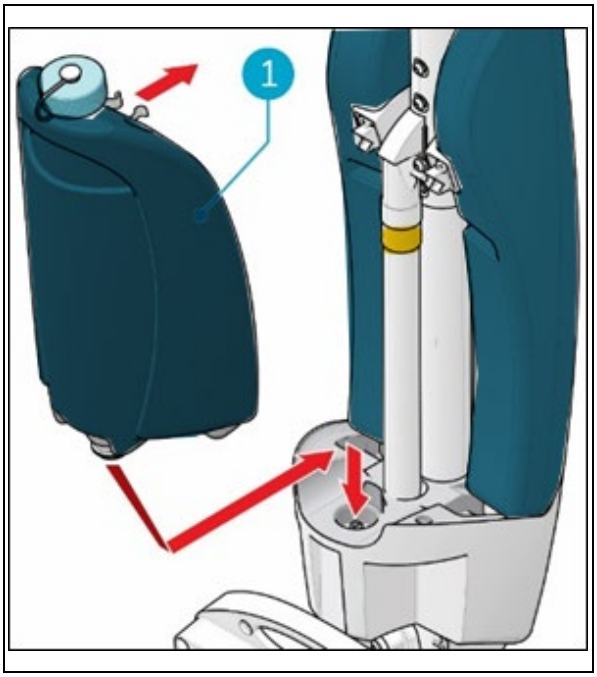

Figur 12
1. Sett tanken (figur 12, pos. 1) på i-mop i-mop® XL med ventilen først.